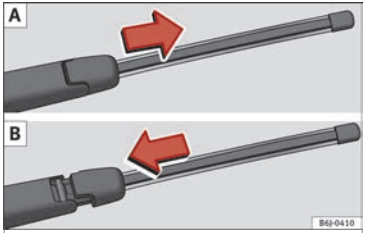

Fig. 172 Removing and fitting the rear window wiper blade.
– Slide the blade adapter in the direction of the arrow and remove the blade ››› **Fig. 172 A**.
– Place the blade as shown in ››› **Fig. 172 B** and slide the adapter along until it engages.